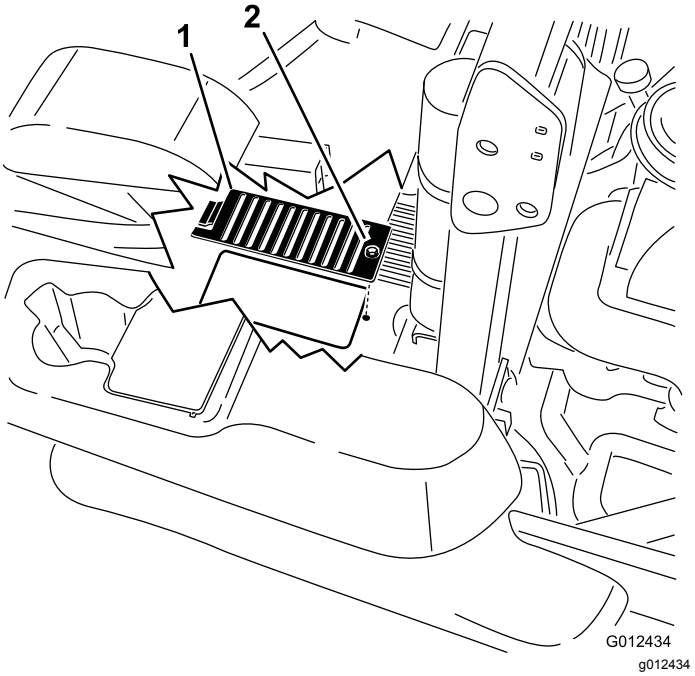

Figur 79
6. Fjern dækslet og bolten på dækslet over hver målepind. Rengør omkring hver målepind og hydraulikenhed (Figur 79).